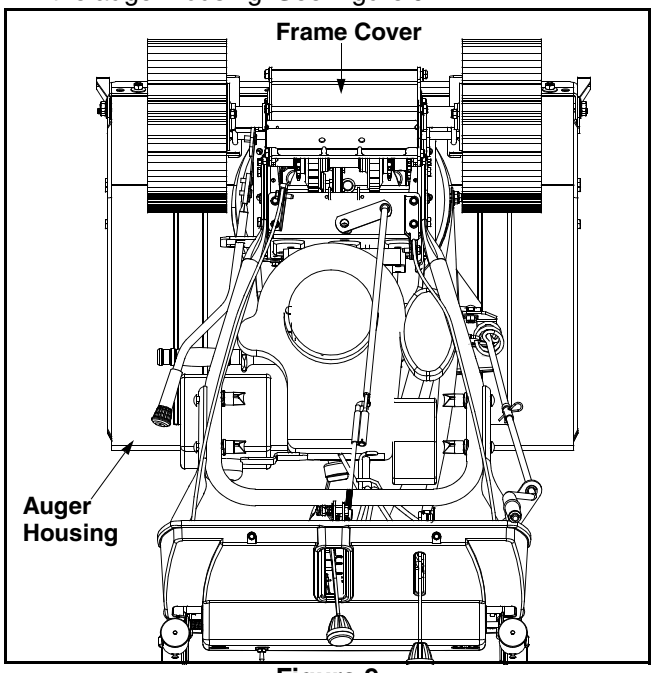

Figure 9
- Tip the snow thrower forward, allowing it to rest on the auger housing. See Figure 9.
- Tip the snow thrower up and forward, so that it rests on the housing. Refer to Figure 9.